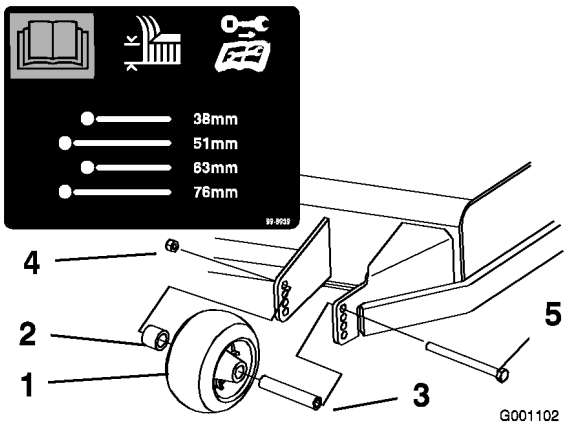
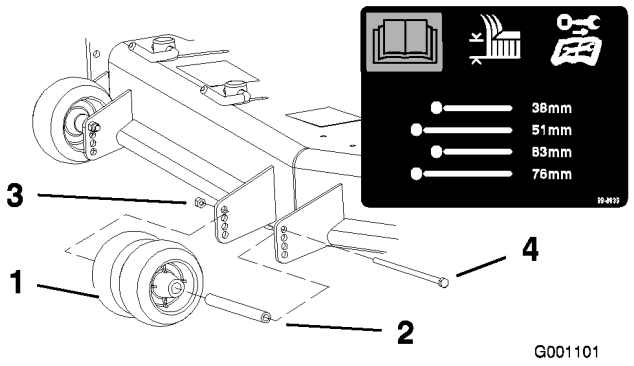
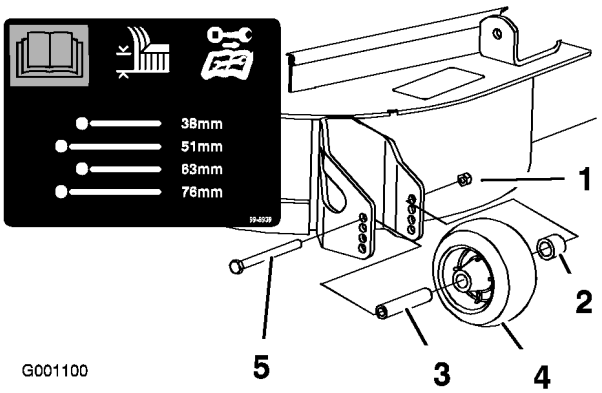

Figur 18
Figur 19
Figur 20
3. När du har ställt in klipphöjden kan du justera valsarna genom att ta bort flänsmuttern, bussningen, distansbrickan och bulten (Figur 18, Figur 19 och Figur 20).
Obs: De två mellersta valsarna kommer inte att ha en distansbricka (Figur 19).
5. Montera flänsmutterns bussning, distansbricka och bult. Dra åt till ett moment på 54–61 Nm (Figur 18, Figur 19 och Figur 20).